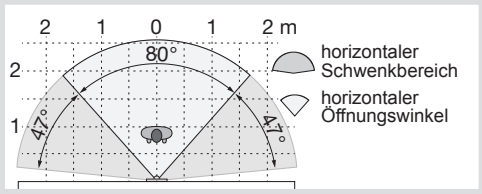

Bild 6: Horizontale Kameraausrichtung
- Lösen der Kamera-Feststellschraube mit dem beigefügten Sechskantschlüssel (9) bis die Kamera sich leicht einstellen lässt.
- Kamera vertikal und horizontal ausrichten (Bild 6 und 7).